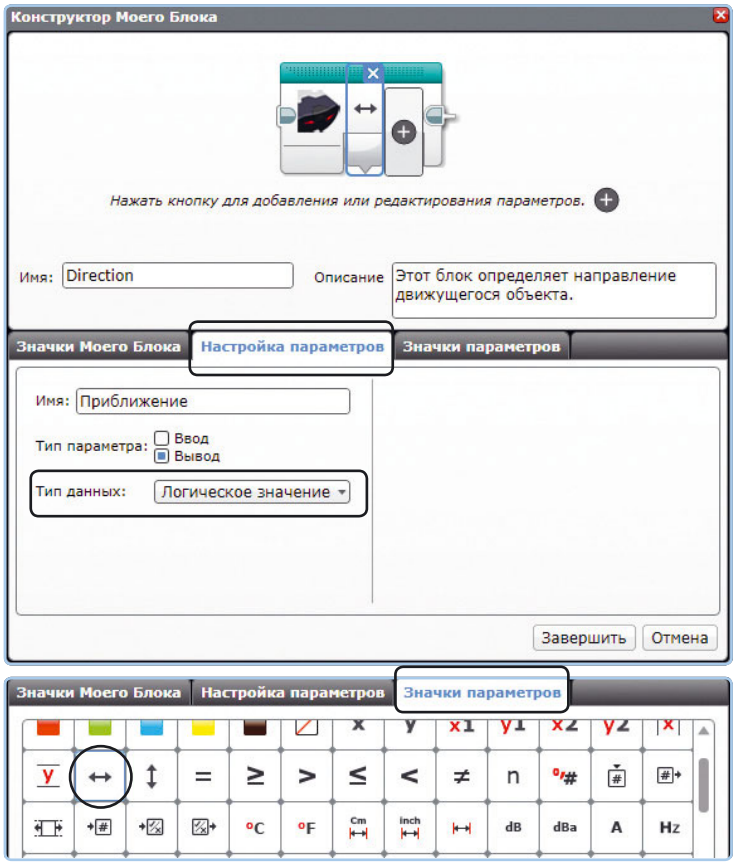

Рис. 15.26. Выполните настройку контейнера «Мой блок» и его логического вывода, как показано на рисунке
2. Выделите все четыре блока и выберите команду меню **Инструменты** ▸ **Конструктор Моего Блока** (Tools ▸ My Block Builder). Укажите слово **Direction** в качестве имени блока и выберите значок в виде инфракрасного датчика, как показано на рис. 15.26.
3. Добавьте один параметр и настройте его, указав тип параметра **Вывод** (Output), тип данных **Логическое значение** (Logic) и имя **Приближение**. Затем выберите подходящий значок, как показано на рис. 15.26. Нажмите кнопку **Завершить** (Finish).